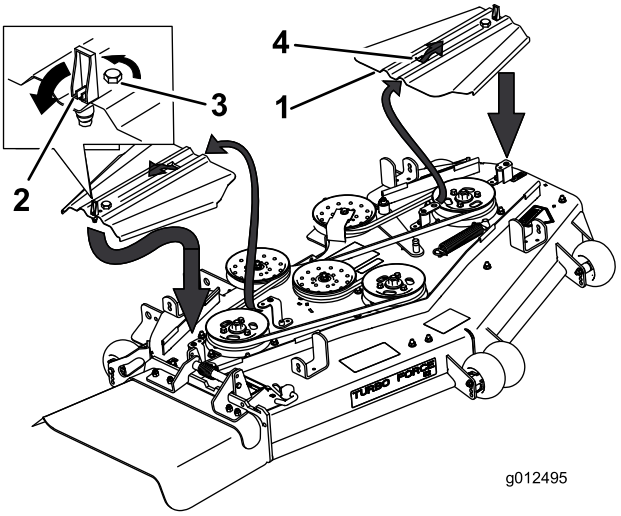

Figuur 67
3. Verwijder de drijfriemkappen en de bijbehorende bouten (Figuur 67).
9. Schuif de drijfriemkappen in de lippen, draai de bouten vast en zet de vergrendelingen vast (Figuur 67).